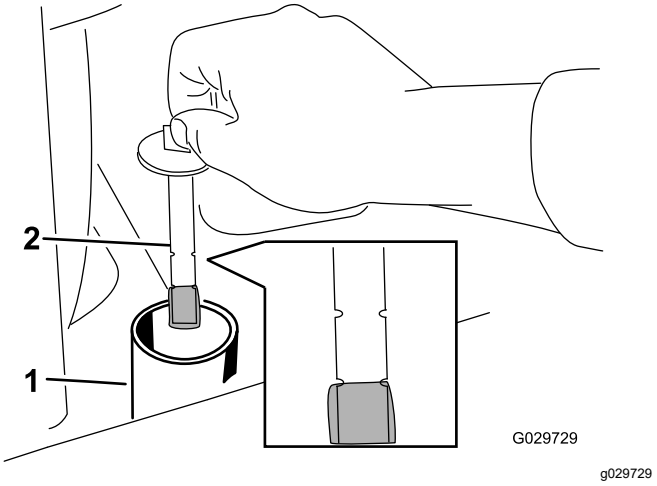

**Figura 71**
8. Retire el tapón del cuello de llenado y compruebe el nivel de fluido en la varilla (Figura 71).